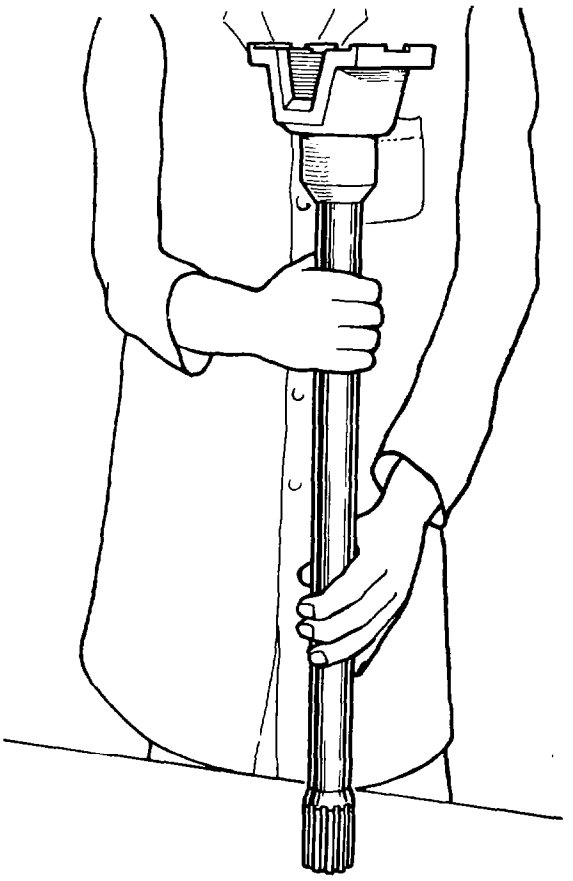

Fig. 369 — Driving Split Ring into Position
j. The universal joint yoke for the inner drive-shaft contains a split ring at the other end of the splined bore. Position the yoke on the inner drive-shaft then with a block of wood directly beneath the shaft, raise the shaft approximately half a metre and allow it to fall vertically onto the block. This action should drive the ring into position on the end of the drive-shaft; repeat as necessary until the ring is seated on the shaft (see fig. 369).